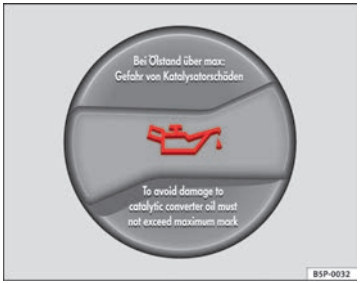

**Fig. 163 In the engine compartment: Engine oil filler cap**
– Unscrew cap from engine oil filler opening ⇒ Fig. 163.
– As soon as the oil level is in area (B), carefully close the cap.